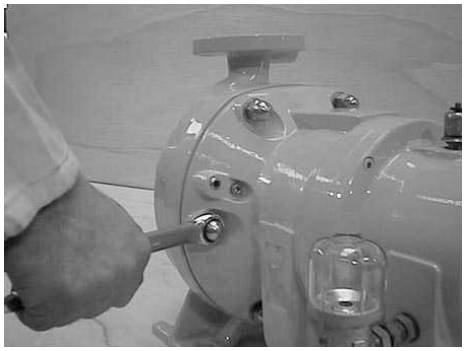

Fig. 2
5.02 Remove the Casing Retention Nuts (41.N11) and the Casing Retention Washers (41.W11). - **Fig. 2**